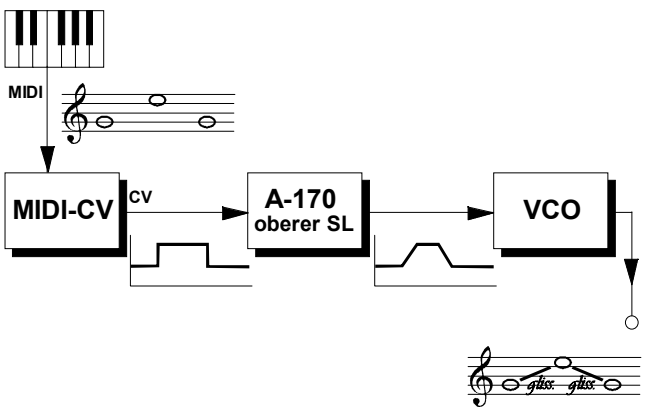

Abb. 2: A-170 als Portamento-Generator (eventuell einen A-185 zwischen A-170 und VCO einfügen).
Das Beispiel in Abb. 2 zeigt den Einsatz des A-170 (**oberer SL !**) als **Portamento-Generator**. Bei diesem Patch wird unabhängig von der Spielweise stets ein Portamento generiert. Stellen Sie die gewünschte Portamento-Zeit mit dem Regler ① ein.